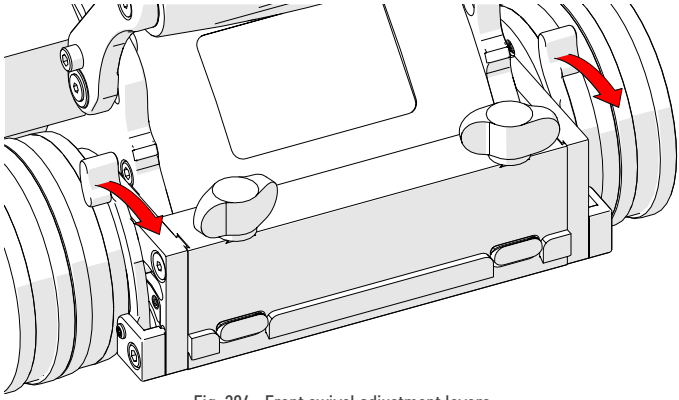

Fig. 206 - Front swivel adjustment levers
2. Release the front swivel adjustment levers *(Fig. 206),* located at the front of the crawler, to position the front swivel mount.